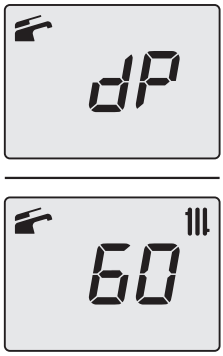

Figure 9.25
- Press button 15 (Figure 9.19) again to vary the output in chimney sweep mode: when the LCD displays the letters **dP** that alternate with the temperature of the heating water (e.g. **60**), the "chimney sweep function" is at maximum output in domestic hot water mode (Figure 9.25);